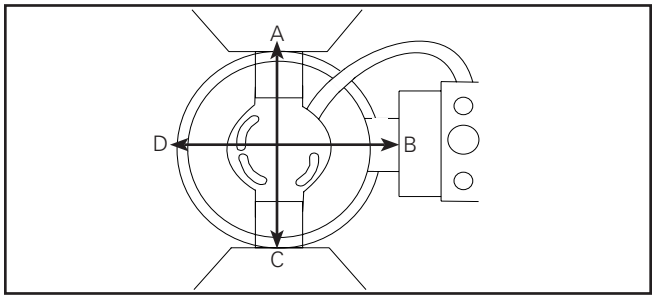

Figura 4. Diagrama del bañador de pared
Note: Para la instalación del bañador de pared, el alojamiento debe instalarse con uno de los (4) lados (A, B, C, D) enfrentando a la pared. Las molduras de los bañadores de pared pueden orientarse con el reflector escalonado enfrentando la pared. Utilice los tornillos secundarios incluidos con la moldura para otro tipo de orientación. Puede ser necesario ajustar por completo los tornillos en el alojamiento primero. Instale los tornillos a 180°de distancia. (Figura 4.)